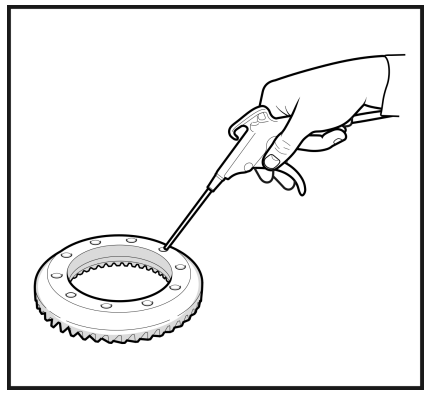

Рис. 16
2.4 Продуйте сжатым воздухом посадочную поверхность, а также резьбовые отверстия ведомой шестерни. (**Рис. 16**)